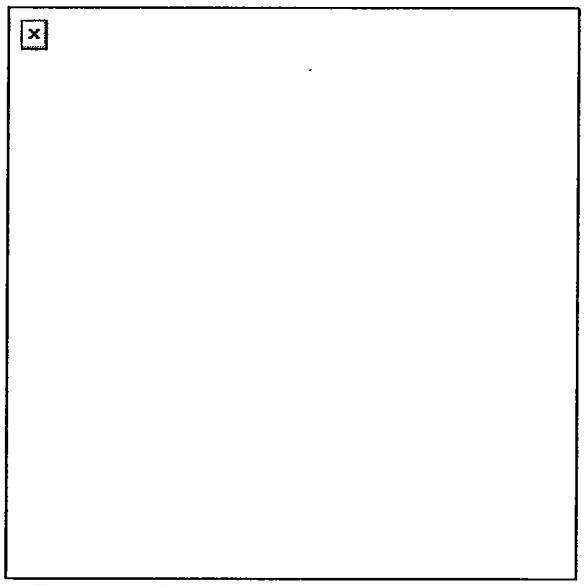

Figure 3. Group moving to the next postion.
(1) The group must first position themselves so they are prepared to move to their next position.
(2) The group, on a planned signal, moves across the open area at the same time to the next position. When moving, they should stay about 5 meters apart (Figure 3).